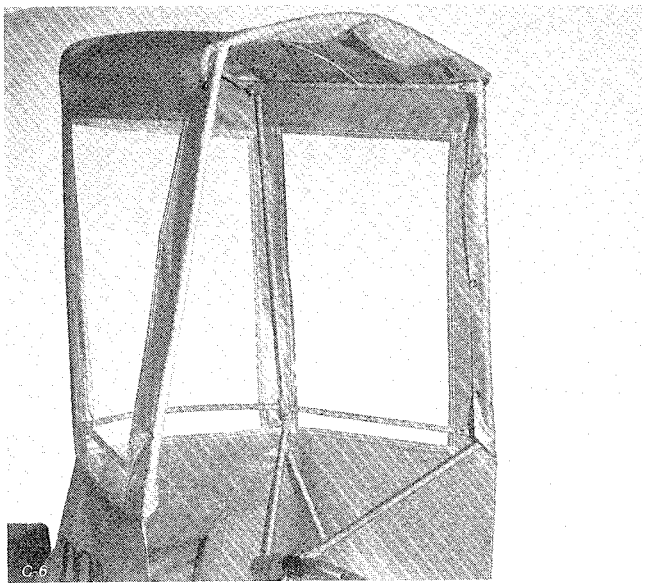

Figure 9
3. Continue to snap vinyl shell around frame until secured in place (Fig. 9).